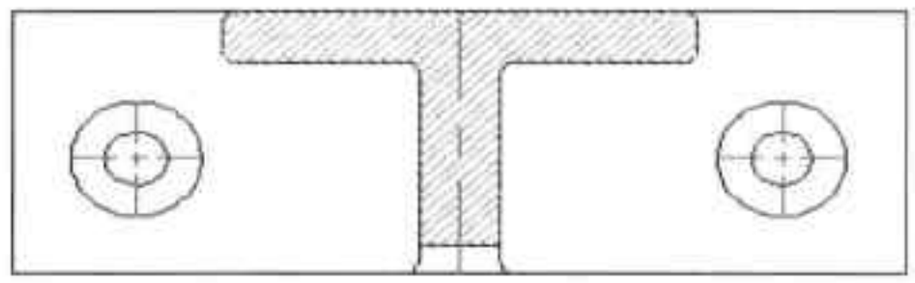

图21-101 填充效果
Step 22 在绘图区中，选择需要填充的区域，即可完成图案填充，如图 21-101 所示。